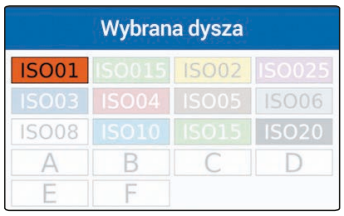

Rys. 261
- Wybrać dyszę wśród tych proponowanych w spisie (Rys. 261).